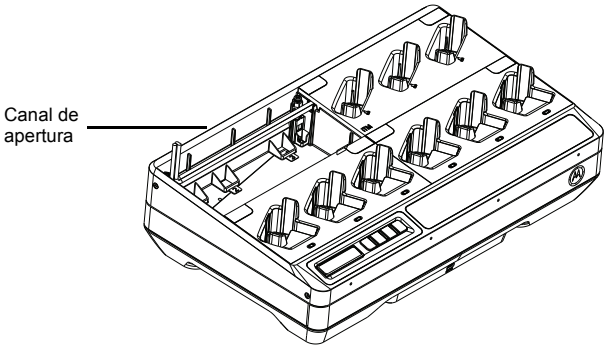

Figura 14: Canal de apertura para los cables.
5. Los cables podrían entrar desde la cavidad derecha a la izquierda o viceversa a través de un canal de apertura (consulte la Figura 14).